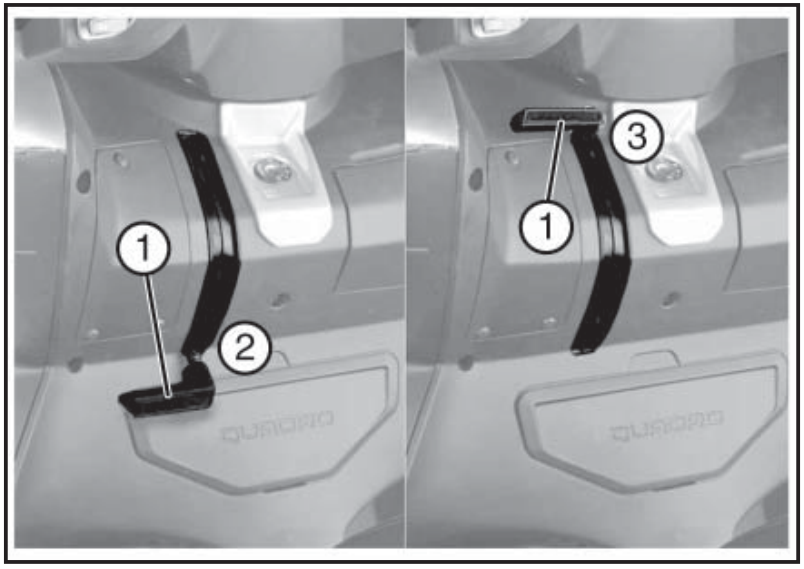

Fig. 02 QSI0023
4.15 LEVA DI PARCHEGGIO (Fig. 02)